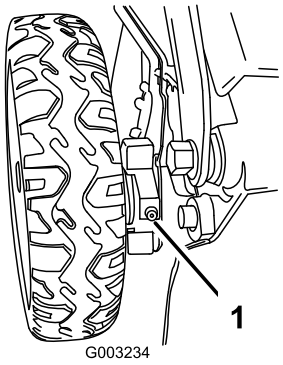

Figur 42
1. Aftør smøreniplerne lige inden for baghjulene med en ren klud (Figur 42).